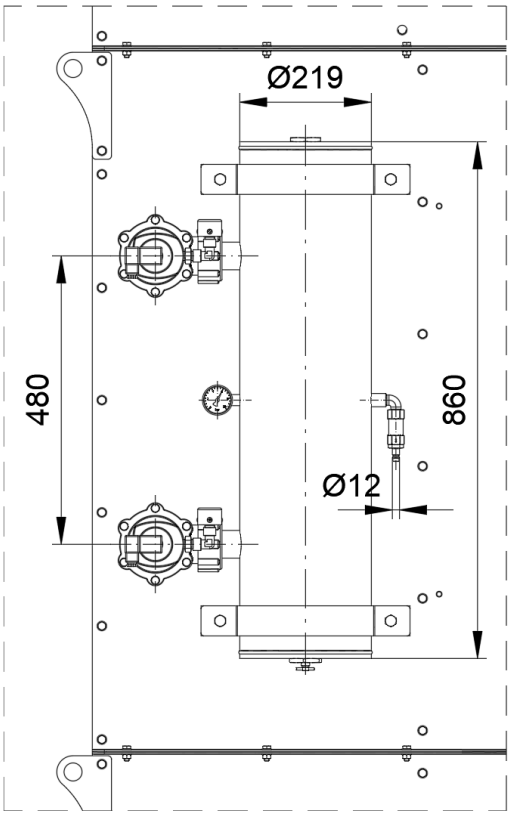
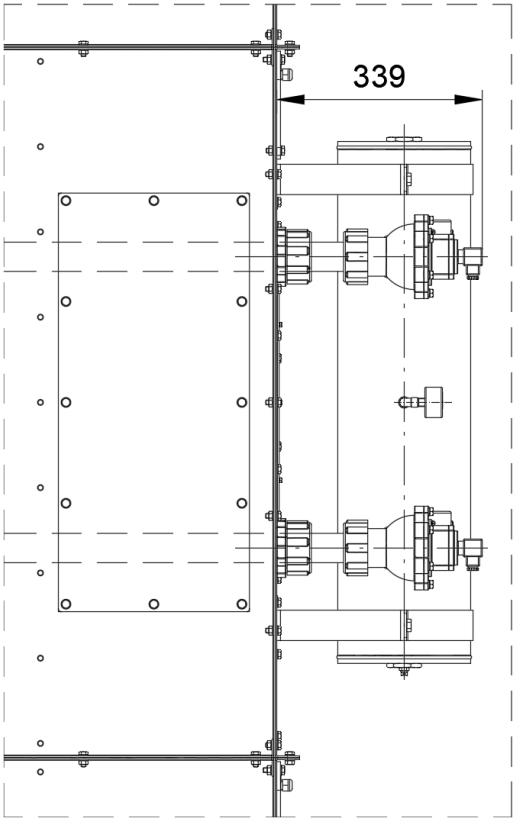

Rysunek 24
Rysunek 25
C. Urządzenie zależnie od modelu posiada od 1 do 2 zbiorników sprężonego powietrza **o pojemności 30,1 L** każdy pracujący z **ciśnieniem granicznym 8 bar (0,8 MPa)**. w przypadku systemu regeneracji filtrów należy zapewnić ciśnienie w przedziale **od 0,6 do 0,8 MPa**. Każdy ze zbiorników wyposażony jest w manometr do kontroli ciśnienia w instalacji, **zawory impulsowe Ø1,5"** na króćcach upustowych, zawór odwadniający u dołu zbiornika oraz **króciec szybkozłączki Ø12 mm** z zaworem zwrotnym – patrz niżej Rysunek 24 i Rysunek 25. Wąż z szybkozłączką należy nasunąć na króciec i sprawdzić szczelność połączenia. Zbiornik sprężonego powietrza nie podlega dozorowi eksploatacyjnemu UDT, ponieważ warunek V×P = 241bar×dm3 < 300bar×dm3 jest spełniony; V – pojemność w dm3; P – nadciśnienie w barach.